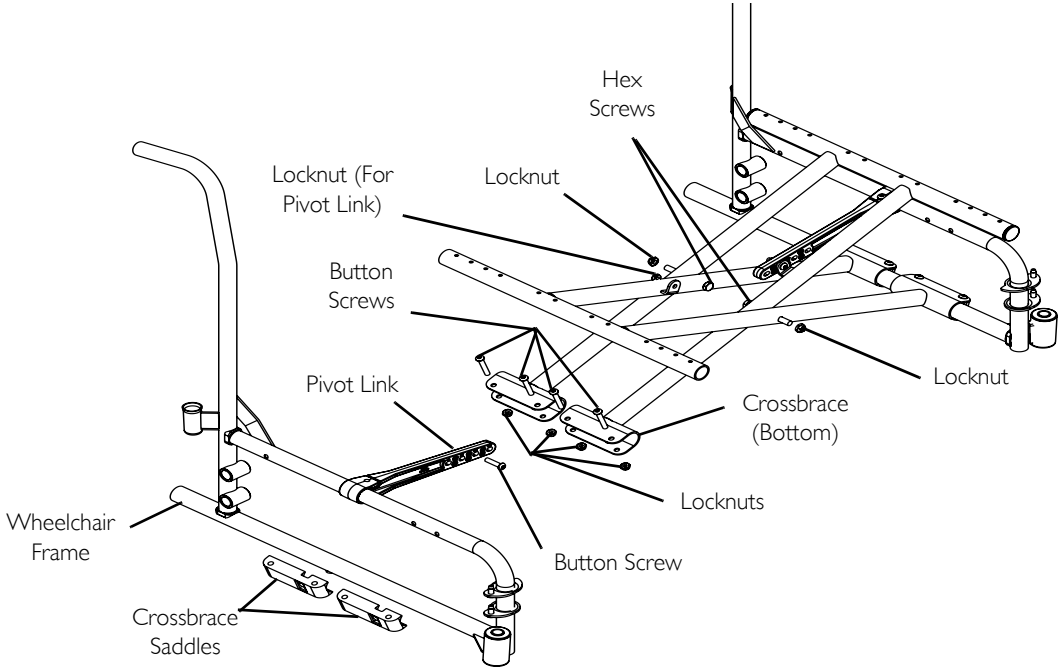

FIGURE 3 Adjusting the Seat Width
For this procedure, refer to FIGURE 3 on page 56.
5. Assemble the two new crossbraces together with the existing two hex screws and locknuts. Securely tighten. Refer to FIGURE 3 for hardware orientation.
Position the rear crossbrace saddles on wheelchair frame using the washer on the underside of the wheelchair frame as a reference. Refer to FIGURE 3 on page 56 for proper positioning of the crossbrace saddle.